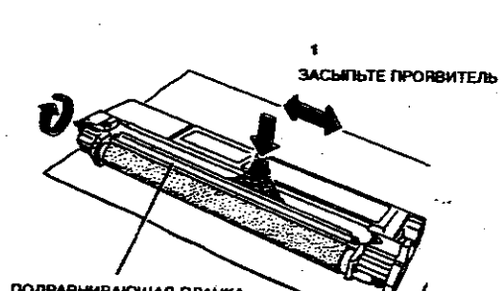

**Рисунок 5. Заполнение нового проявителя**
*Соблюдайте осторожность и не нажимайте на подравнивающую планку (рисунок 5), так как она может искривиться, и не ослабляйте винтов ее крепления. Положение подравнивающей планки имеет большое значение для обеспечения качества копирования.*
3. (Рисунок 5) Засыпьте новый проявитель в узел проявления. Распределите проявитель равномерно по всему объему, поворачивая заднюю шестерню.